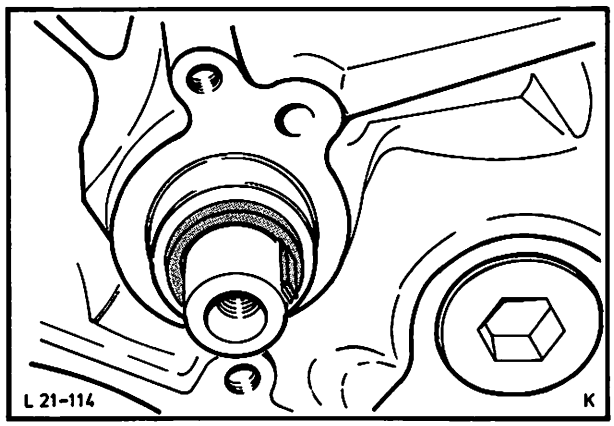

Abb. 150 Nockenwelle-Scheibenfeder und Abstandsring abnehmen
24. Nockenwelle-Halteplatte (2 Schrauben) abschrauben, Scheibenfeder und Abstandsring abnehmen, Abb. 150, und Nockenwelle vorsichtig nach vorne aus den Lagern ziehen.